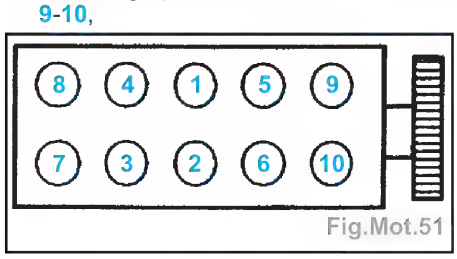

Fig.Mot.51
- serrage de toutes les vis à 2 daN.m puis effectuer un angle de 90° dans l'ordre (Fig.Mot.51),